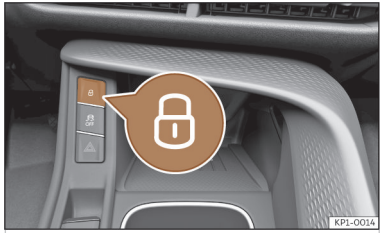

Abb. 76 Auf der Mittelkonsole: Zentralverriegelungstaster
- Verriegeln: Drücken Sie die Taste ››› **(Abb. 76)**.
- Entriegeln: Drücken Sie noch einmal die Taste ››› **(Abb. 76)**.